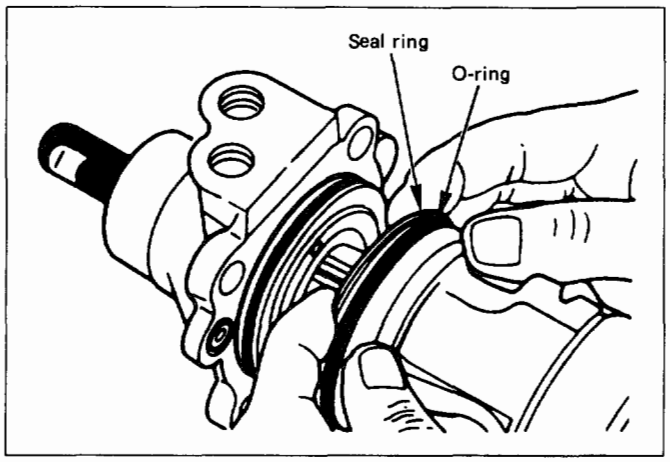

Fig. 3B1-22
1) It is strongly advisable to always keep the ball screw and valve housing assembly in a horizontal position (avoid holding it vertically), or the rack piston will fall off onto the end of the worm, causing the rack piston to slip out of the worm shaft and ball to fall out (Fig. 3B1-23).